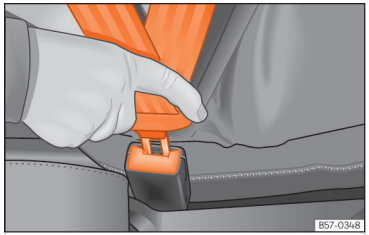

Abb. 21 Schlosszunge des Sicherheitsgurts in das Gurtschloss einstecken.
- Schlosszunge fest in das zum Sitzplatz gehörende Gurtschloss stecken ››› **(Abb. 21)**.